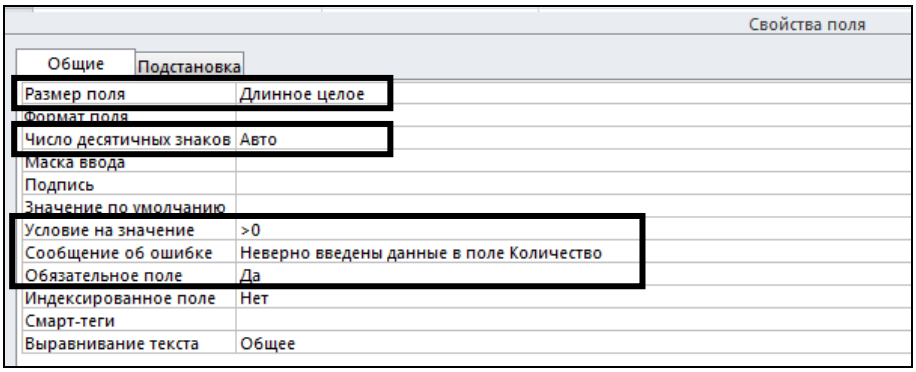

Рис. 2.46. Свойства поля *Количество*
3.3. Свойства поля *Количество* (рис. 2.46).